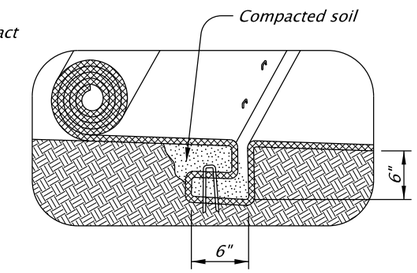

FIGURE A3:
3. *Construct check slots across channel bottom at 25' spacing and at the end of each mat (Fig. A3 or A4).*